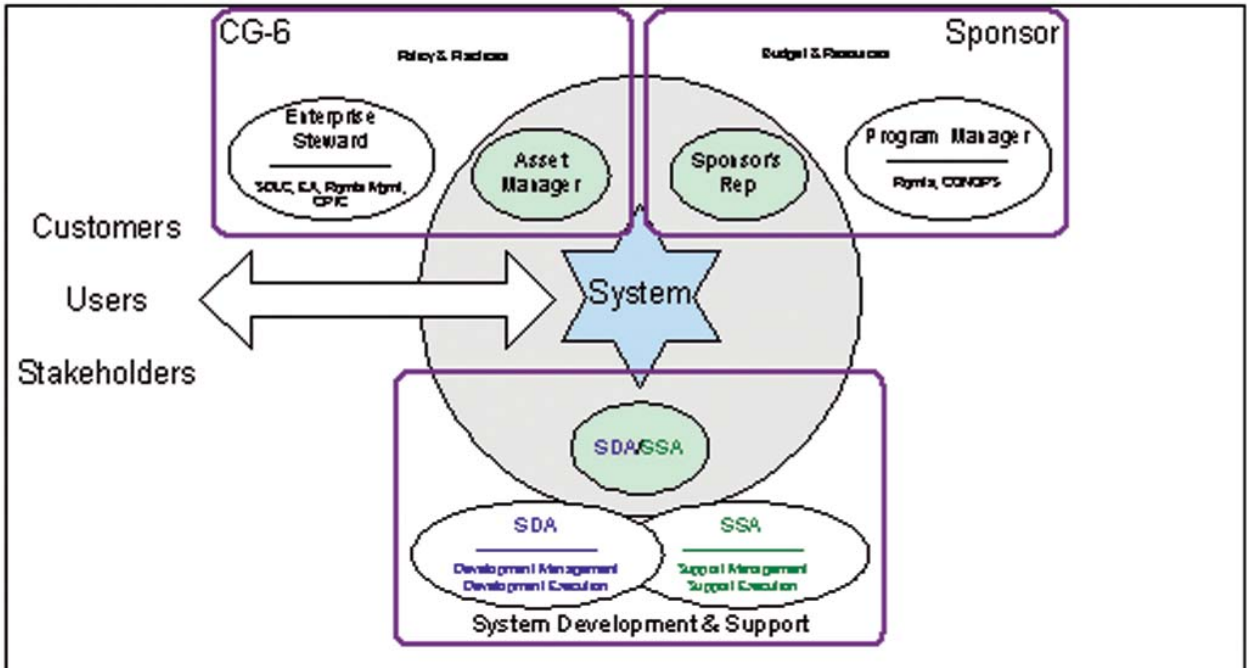

Figure 1. Functional responsibilities for C4&IT systems.
The policy for this system consists of a set of Commandant's Instructions defining the functional responsibilities and roles for each of the stakeholders in the C4&IT development process (see Figure 1). Policies are designed to be enduring; the roles and responsibilities under each one will not change quickly. These roles may be vested in various organizational elements dependent upon the C4&IT initiative being managed. In addition, since only functional roles are assigned, omitting specific Headquarters (HQ) designations or commands, the policies will stand the test of subsequent HQ realignments or name changes.
Figure 1 illustrates how each of the entities involved in developing a system are related, and their responsibilities with respect to one anther as they work together to ensure a system is planned, built, deployed and disposed of in the most cost effective and efficient manner. Critical to the success of all C4&IT initiatives is open communications between the key members of the team for every C4&IT initiative -- the Asset Manager, Sponsor's Representative and the System Development and Support Agents (SDA and SSA, respectively).